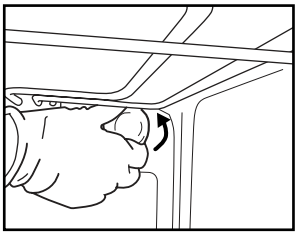

Fig. 6
2. Draai het beschermkapje los (*Fig. 6*), vervang het lampje (zie de opmerking voor het type lampje) en draai het beschermkapje weer vast.